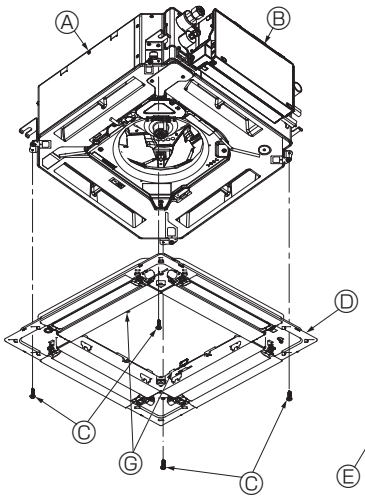

Fig. 10-6
- Fixez la grille en serrant les quatre vis. (Fig. 10-6)